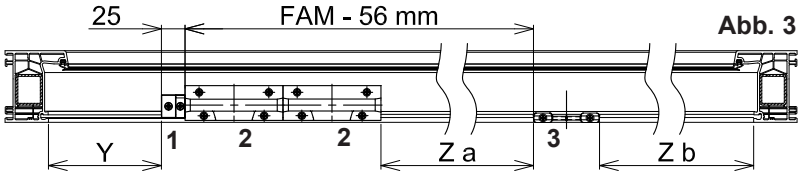

Abb. 3
2. Verschrauben Sie den Gleiteranschlag (**1**) oben und unten am Rahmen mit je zwei Schrauben 3,9 x 25 mm (Abb. 3).
3. Verschrauben Sie die Teile Einlauf Drehteillager (**2**) mit zwei Schrauben 3,9 x 25 mm und zwei Schrauben 4,0 x 25 (Abb. 3).